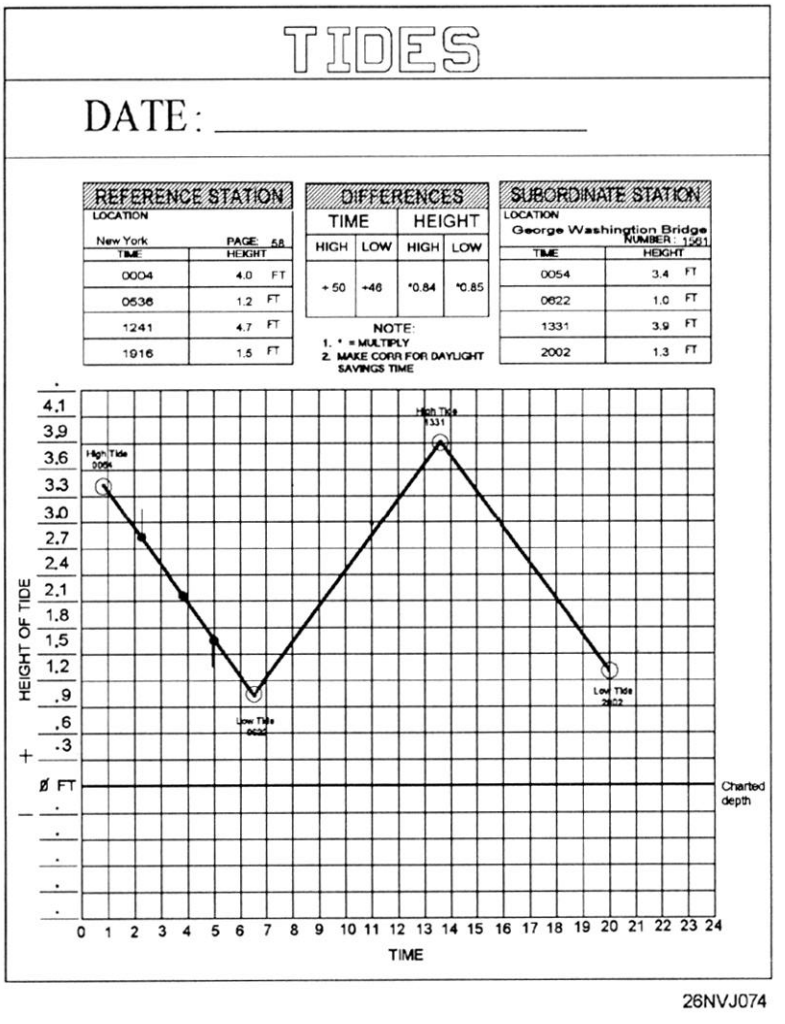

Figure 7-6. Plot the times of high and low water on the graph.
3.	Plot the high and low tide times and heights on the graph (fig. 7-6). Use the subordinate station data since you wish to know the tides at this location (Tue Marshes Light). Start with the first time and height listed, 0057 at 0.6 feet. Plot as shown below. Continue by plotting the other three points, then connect each point with a light line.
4.	Divide the first line into four equal segments as shown in figure 7-6. The easiest way to do this is to extract the length of the line with dividers and place this length on the height scale. In the case of the first line, this distance is 2.0 feet (approximately). Divide this by 4 and you have the length of each segment 2.0/4 = 0.5 feet. Measure 0.5 feet along the height scale with your dividers, then, starting at either end, divide the line into four segments.